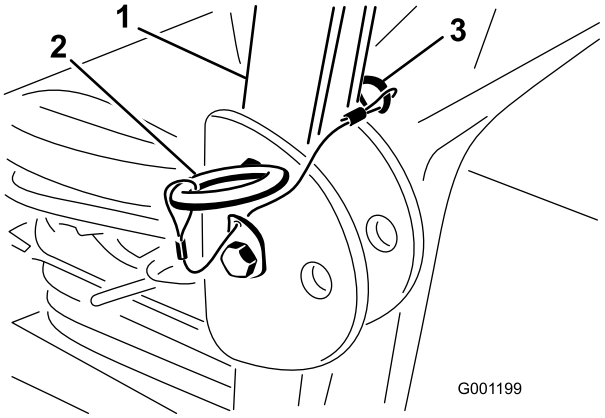

Figuur 30
1. Om de rolbeugel omlaag te klappen, moet u de R-pennen losmaken en de twee pennen verwijderen (Figuur 30).
3. Plaats de twee pennen en zet deze vast met de R-pennen (Figuur 30).
4. Om de rolbeugel omhoog te klappen, moet u de R-pennen losmaken en de twee pennen verwijderen (Figuur 30).
5. Klap de rolbeugel omhoog, plaats de twee pennen en zet deze vast met de R-pennen (Figuur 30).